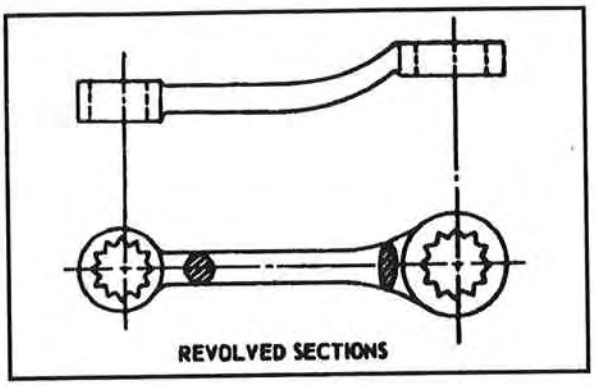

Figure 4-24. Sectional view (revolved sections)
- Revolved section—represents the shape of the object viewed at a particular point on the regular view (Figure 4-24); used when the true shape of a part at a given point is difficult to represent. When it is not possible or convenient to place a revolved section on a drawing in the usual manner, it is placed anywhere on the drawing that is convenient and labeled to correspond to the cutting-plane line.